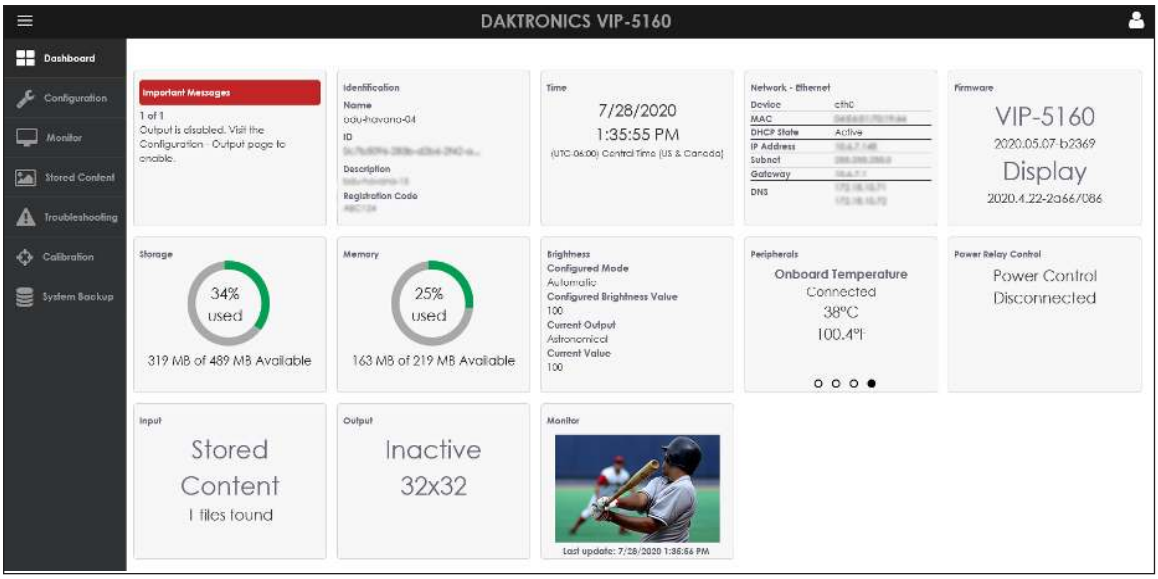

Figure 8: *Dashboard Status Tiles*
Click **Dashboard** to show the system status tiles. Standard status tiles are always visible; an **Important Messages** tile appears when an important configuration setting has been changed recently. Refer to **Figure 8**.
- **Important Messages** - This tile warns the user that an important setting has changed. The number of important messages is indicated by the number listed at the top of the tile and the dots at the bottom of the tile. Refer to the **Important Messages** tile in **Figure 8**. Normally this tile is not present.
- **Peripherals** - This tile provides information about any associated peripheral device(s). If more than one peripheral device is configured, the tile contains more than one page of information. Refer to the **Peripherals** tile in **Figure 8**. Click an open circle at the bottom of the tile to open information about another peripheral device. Click the tile itself to open **Peripherals** under the **Configuration** menu.